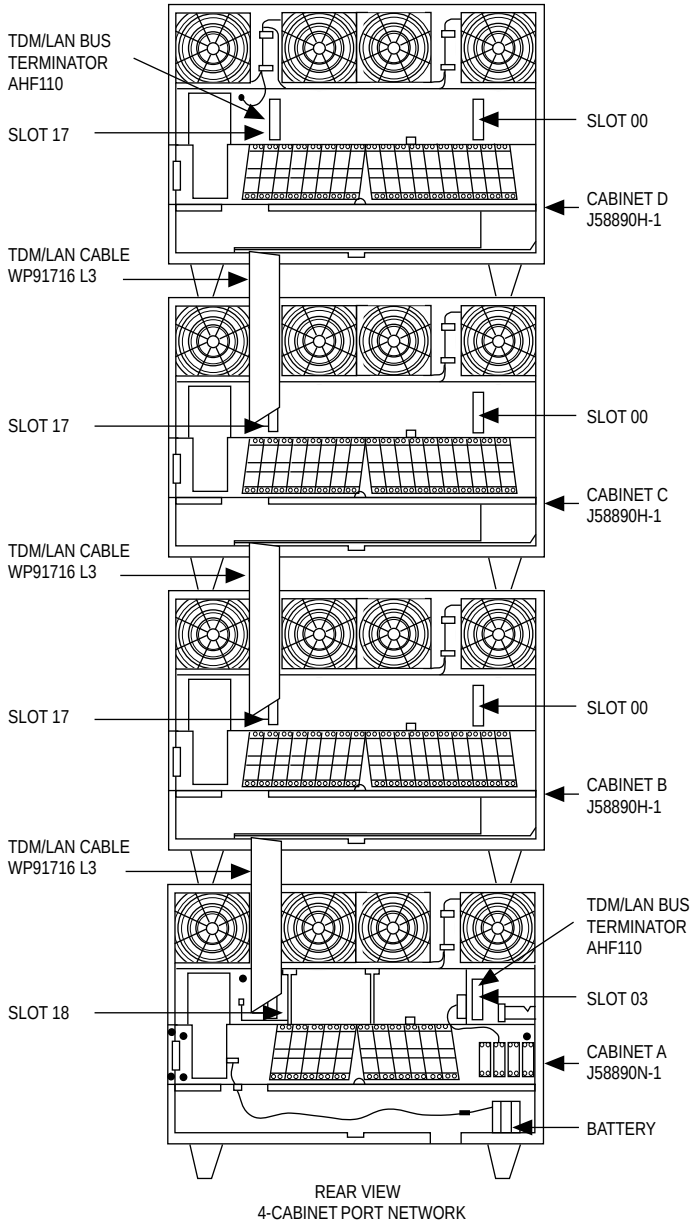

Figure 7-8. TDM/LAN Connections for G3r V4 EPN
1. Verify that the AHF110 TDM/LAN bus terminator is installed on the right side of the control cabinet looking from the back of the cabinet as shown in Figure 7-8.
1. Route and connect the TDM/LAN cables (see Figure 7-8). If any of the G2 port cabinets (being upgraded to G3r V4 cabinets) were originally R1V3 System 75 port cabinets, use the following steps to route a cable between an R1V3 upper cabinet and cabinet beneath it. Do not run a new cable through the existing slot in the rear shelf of the upper cabinet.